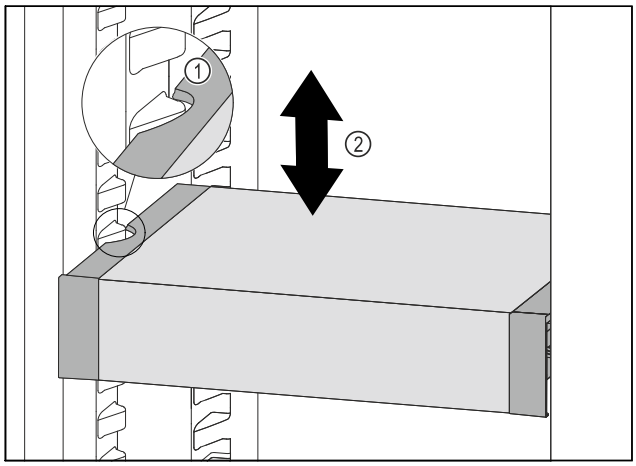

Fig. 128
- ▶ Pull VarioSafe forwards until the recesses in the side of the VarioSafe are at the level of the support rib in the refrigerator compartment. *Fig. 128 (1)*
- ▶ Move VarioSafe up or down in the refrigerator compartment until the desired height is reached. *Fig. 128 (2)*